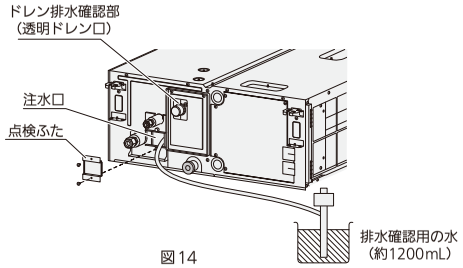

図 14
- 図 14 の通り、注水口よりドレンパン内に排水確認用の水（約 1200mL）を少しずつ入れてください。